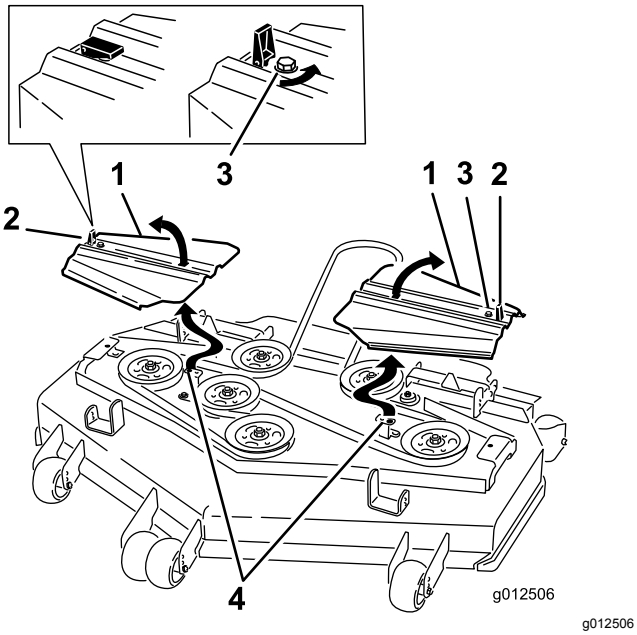

Figuur 91
14. Plaats de drijfriemkappen met de lippen in de sleuven. Monteer de schroeven en maak de sluitingen vast (Figuur 91).